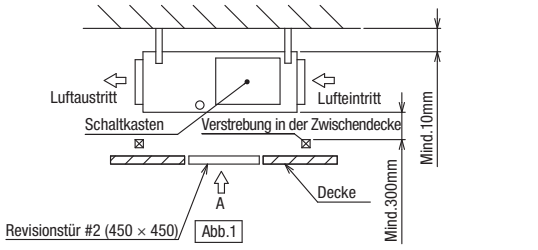
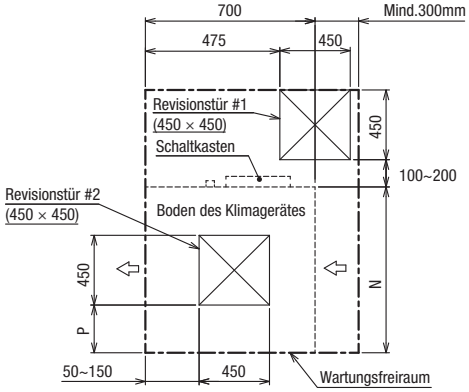

Abb.1
Abb.2 (Ansicht aus Richtung Pfeil A)
1. Bei mindestens 300 mm Abstand zwischen Kanalgerätunterkante und der Oberkante Zwischendecke (Abb. 1) sehen Sie zwei Revisionsöffnungen #1 und #2 (jeweils 450 x 450 mm), wie in Abb. 2 gezeigt, vor. Wenn der Platz unterhalb des Gerätes ausreichend ist, dass eine Service-Person dort bequem arbeiten kann, ist die Revisionsöffnung #2 nicht unbedingt erforderlich.